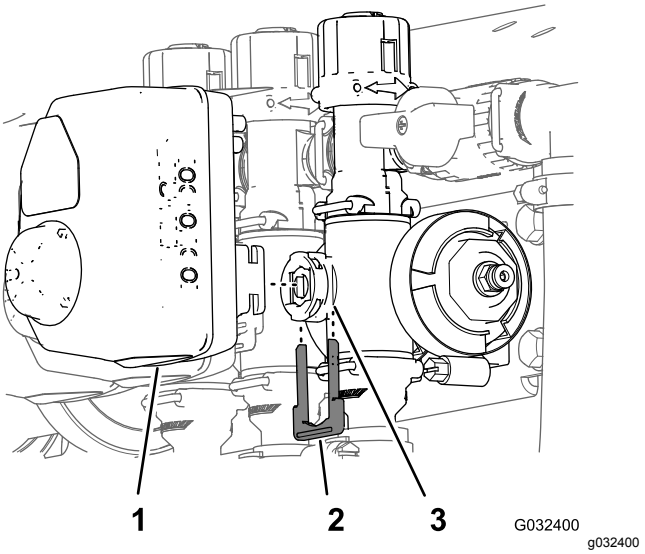

Figur 56
1. Ta bort hållaren som fäster manövreringsorganet vid sektionsventilens grenrörsventil (Figur 56).
2. Ta bort manövreringsorganet från grenrörsventilen (Figur 56).